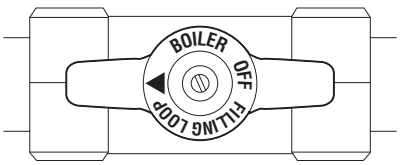

Fig. 22
The filling/inlet valve has 3 positions. (Fig. 22)
6.3.5.2 Turn filling/inlet valve to the normal operating position (horizontally to the right). See fig.22